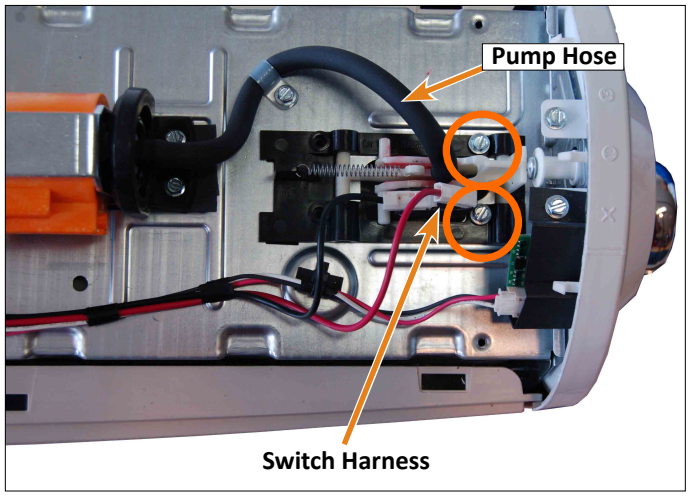

Figure 1 - Dispensing System
5. Using a 1/4” nut driver, remove the two (2) screws securing the Dispensing System to the control bracket as illustrated in Figure 1. Remove Dispensing System from the unit.